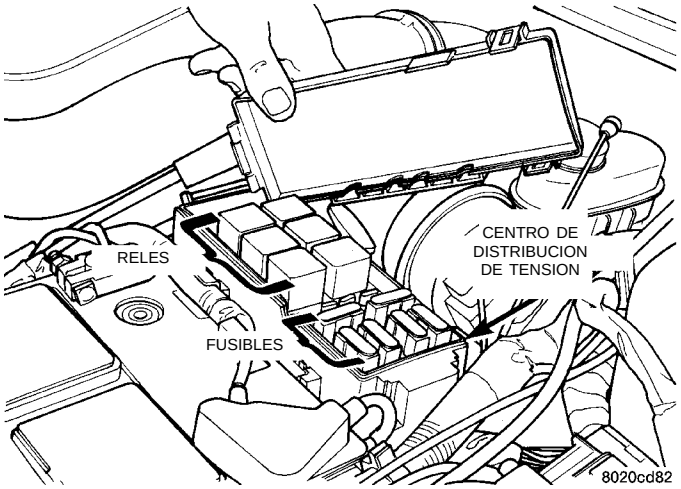

Fig. 55 Centro de distribución de tensión
(3) Abra el Centro de distribución de tensión (PDC). Verifique que no haya fusibles fundidos. Asegúrese de que los relés y fusibles estén firmemente asentados en el PDC (Fig. 55). Una etiqueta de la parte inferior de la cubierta del PDC muestra la posición de cada relé y fusible.